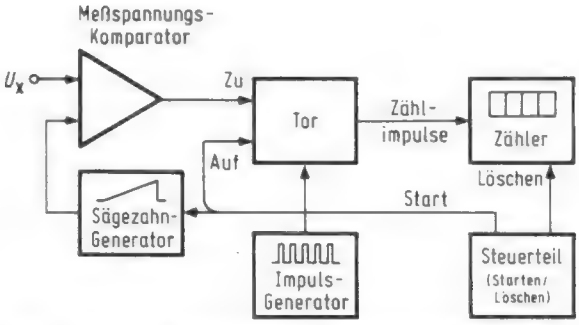
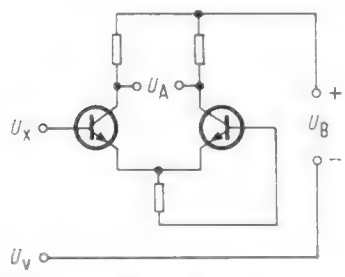
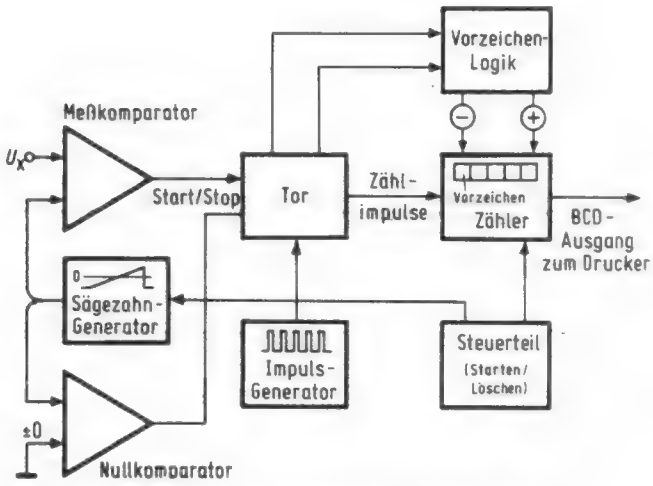

Bild 1. Blockschaltung eines AD-Umsetzers nach dem Sägezahnverfahren
Bild 3. Differenzierverstärkerstufe als Spannungskomparator
Bild 6. Sägezahnumsetzer mit automatischer Vorzeichenwahl
*Bild 1* zeigt die Blockschaltung eines einfachen AD-Umsetzers nach dem Sägezahnverfahren. Die zu messende Spannung $U_X$ liegt an einem Eingang des mit „Meßspannungskomparator" bezeichneten Differenzverstärkers. An seinem anderen Eingang ist der Ausgang des Sägezahngenerators angeschlossen. Jeder Spannungsanstieg dieses Generators
Im Zeitpunkt $t_1$ hat die Sägezahnspannung in Bild 2a den Wert $U_1$ der zu messenden Spannung erreicht, $U_X = U_1$. Der Ausgang des Meßspannungskomparators aus Bild 1 liefert dann einen Meßimpuls Bild 2b. Er schließt das vorher offene Tor und stoppt zu diesem Zeitpunkt $t_1$ nach Bild 2e das weitere Einlaufen von Meßimpulsen in den Zähler. Die bis dahin durchgelassenen Zählimpulse sind proportional der Spannung $U_1$. Das Ergebnis bleibt während der nun folgenden Anzeigezeit im Zähler sichtbar.
Von den in Bild 1 gezeichneten Stufen sei auf die Funktion des Meßspannungskomparators noch etwas genauer eingegangen, weil derartige Stufen auch in den anderen AD-Umsetzern benötigt werden. Ein Komparator ist eine Vergleichsschaltung, die zu erkennen gibt, wann zwei Größen genau übereinstimmen. In der Elektronik werden vorwiegend Spannungen miteinander verglichen. Man benutzt dazu einen Differenzverstärker. Er stellt im Prinzip eine Verstärkerbrücke nach *Bild 3* dar. Die beiden zu vergleichenden Spannungen $U_X$ und $U_V$ liegen mit gleicher Polarität an den Eingängen der Brücke.
Bei fast allen Digitalmetern braucht man, im Gegensatz zu Drehspulinstrumenten, beim Anschluß nicht auf das Vorzeichen der Meßspannung zu achten. An der Digitalanzeige erscheint je nach Polarität der Meßspannung selbsttätig vor dem Zahlenwert ein Pluszeichen oder ein Minuszeichen. *Bild 6* zeigt das Prinzip eines AD-Umsetzers mit einer solchen Vorzeichenlogik. Die Grundschaltung arbeitet nach dem Sägezahnprinzip von Bild 1. Neu hinzugekommen ist ein weiterer Komparator, der Nullkomparator, sowie die Stufe „Vorzeichenlogik". Neu ist auch, daß der Startimpuls aus dem Steuerteil nur noch zum Triggern des Sägezahngenerators dient, nicht aber zur Torschaltung führt. Die Torschaltung erhält jetzt ihre Start- und Stopimpulse aus den beiden Komparatoren, und zwar wechselt die Reihenfolge je nach der Polarität der zu messenden Spannung.
Steigt die Sägezahnspannung weiter bis zum Nullpegel, dann spricht der in Bild 6 unten dargestellte Nullkomparator an und liefert bei Spannungsgleichheit ± 0 V den Nullimpuls zum Schließen des Tores. Der Meßwert, d. h. die Zahl der durchgelassenen Impulse aus dem Impulsgenerator erscheint am Zähler.
Wird eine positiv gerichtete Eingangsspannung gemessen, dann verlaufen die Vorgänge wie beim einfachen Sägezahnumsetzer nach Bild 1 und 2. Das ist in Bild 7b für die Spannung $+U_2$ dargestellt. Zuerst wird beim Nulldurchgang der Sägezahnspannung ein Nullimpuls geliefert. Er dient jetzt als Öffnungsimpuls oder Startsignal für die Torschaltung. Beim Meßspannungswert $+U_2$ spricht der Meßkomparator an, liefert den Meßimpuls und schließt damit das Tor.